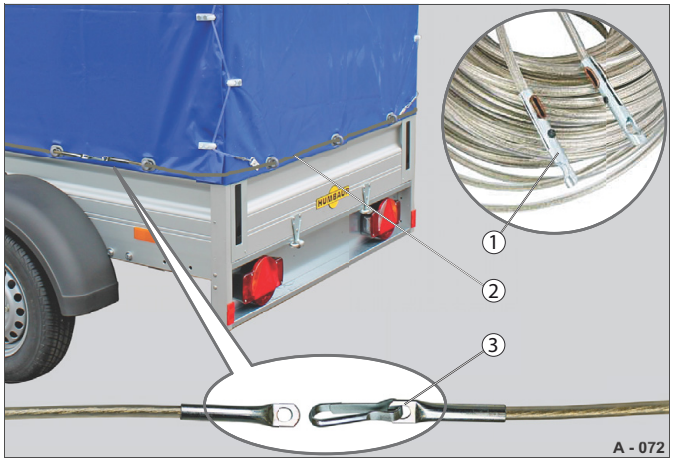

Abb. 81 Celní lano jako ochrana proti krádeži
- ▶ Protáhněte celní lano (Abb. 81/2) všemi uzavřenými skobami.
- ▶ Koncové uzávěry lana (Abb. 81/1) vzájemně spojte.